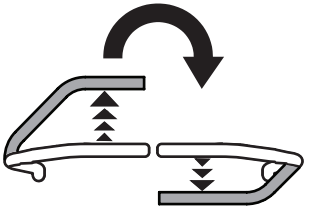

Fig. 27
2. Para girar en el sentido de las agujas del reloj, mueva la palanca de control de la transmisión de la barra de seguridad izquierda hacia adelante mientras mueve simultáneamente la palanca de control de la transmisión de la barra de seguridad derecha hacia atrás (Fig. 27).